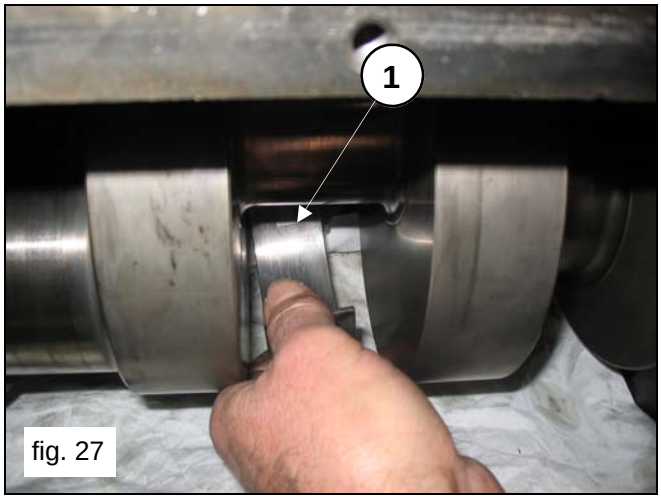

fig. 27
Remove the upper split bearing of the connecting rods (pos.①, fig.27).